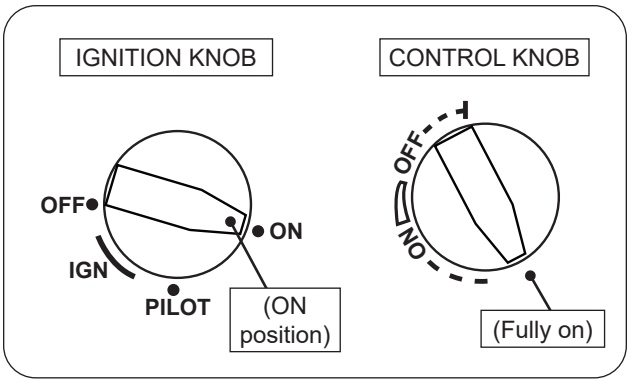

Fig. 31-1 Manual lighting
1. Ensure the pilot is burning. Turn the ignition knob counterclockwise to **ON** (see Fig. 31-1).
2. Turn the control knob counterclockwise to the fully **ON** position to ignite the burner (see Fig. 31-1).